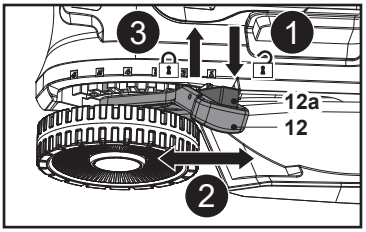

**Fig. 11**
1. Appuyer sur le bouton de verrouillage (12a) et le maintenir dans cette position (Fig. 11, étape 1).
2. Déplacer le levier (12) vers l'avant ou vers l'arrière pour régler la hauteur de coupe (Fig. 11, étape 2).
3. Relâcher le bouton de verrouillage (12a) et s'assurer que le levier (12) s'engage correctement dans l'encoche (Fig. 11, étape 3).